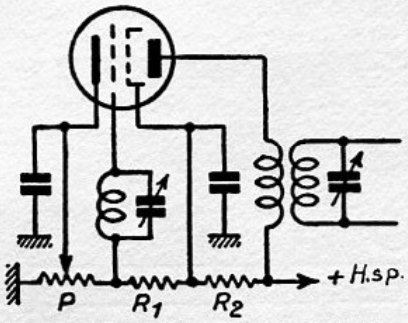

Fig. 104. Regeling van de versterking met behulp van een potentiometer P, die de polarisatie of negatieve voorspanning van de lamp doet variëeren.
W. — Dat moet zij doen. Op die manier slagen wij er in de sterkte van de te hooge tonen tot op een normale geluidsterkte terug te brengen... In de practijk bedient men zich, om de versterking van de lampen met veranderlijke steilheid te regelen, van een toestel, waardoor het met behulp van een potentiometer P (fig. 104) mogelijk is, de negatieve voorspanning te veranderen.